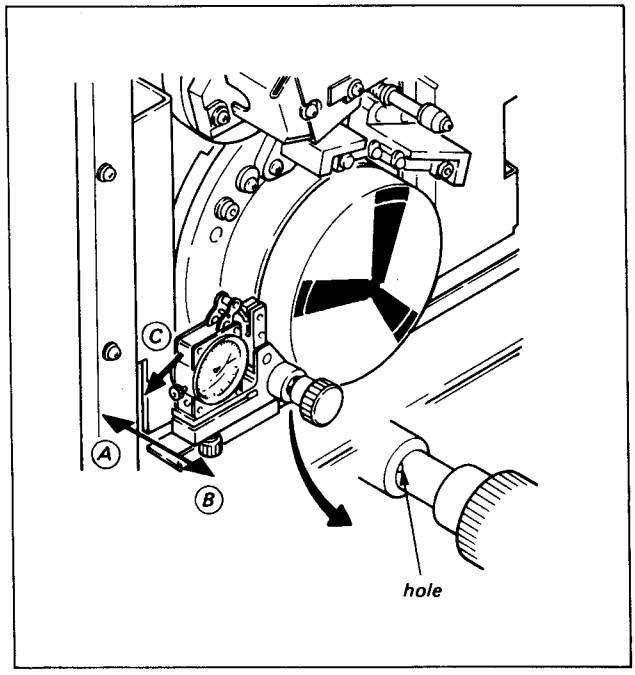

Fig. 4-5. Head projection measurement; Jig setting
5. Turn the jig in the C direction, move it then in the A direction as far as it will go. Turn the jig toward the drum. Refer to Fig. 4-5.
9. Turn the jig in the C direction as shown in Fig. 4-5, move it then in the B direction and finally move the jig toward the drum to the location where half of the hole shown in the figure is hiden.
10. Measure the projection of the video head as in Steps (6) and (7). If the projection is more than 50μ, the upper drum is not required to be replaced however, if it is less than 50μ, the drum must be replaced following the upper drum replacement in Sec. 5-1.